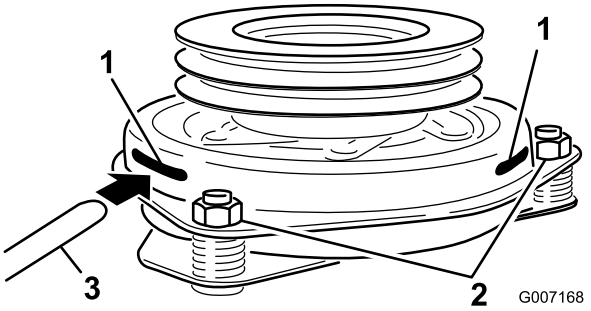

**Figuur 63**
2. Bouten (2) en moeren van de band van de koppeling
8. Steek een voelermaat van 0,381–0,533 mm door een inspectiesleuf in de zijkant van de armatuur. Controleer of deze tussen de wrijvingsvlakken van de armatuur en de rotor zit (Figuur 63).
9. Draai de borgmoeren aan totdat de voelermaat licht is vastgeklemd maar gemakkelijk binnen de spleet kan bewegen (Figuur 63).